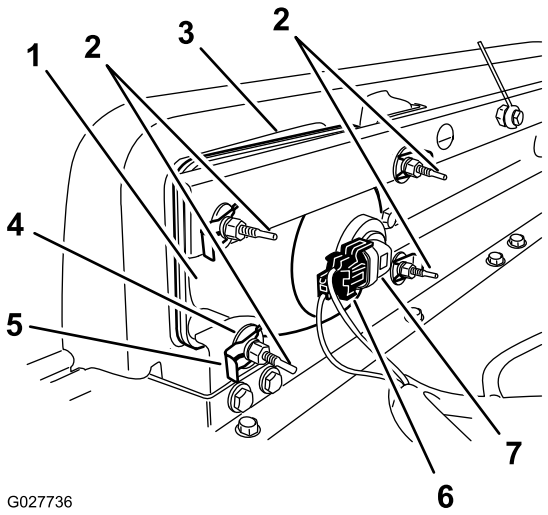

Figur 50
3. Koppla loss kablagets elektriska anslutning från lampenhetens kontakt (Figur 50).
4. Ta bort snabbklämmorna och brickorna som fäster strålkastaren vid strålkastarfästet (Figur 50).
5. Demontera strålkastarenheten genom att flytta den framåt genom öppningen i den främre stötdämparen (Figur 50).
6. För in den nya strålkastaren genom öppningen i stötdämparen (Figur 50).
8. Anslut kablagets elektriska anslutning till lampenhetens kontakt (Figur 50).
2. Gå till baksidan av strålkastarenheten och vrid på justerskruvarna (Figur 50) för att svänga på enheten och rikta in ljuskäglan.